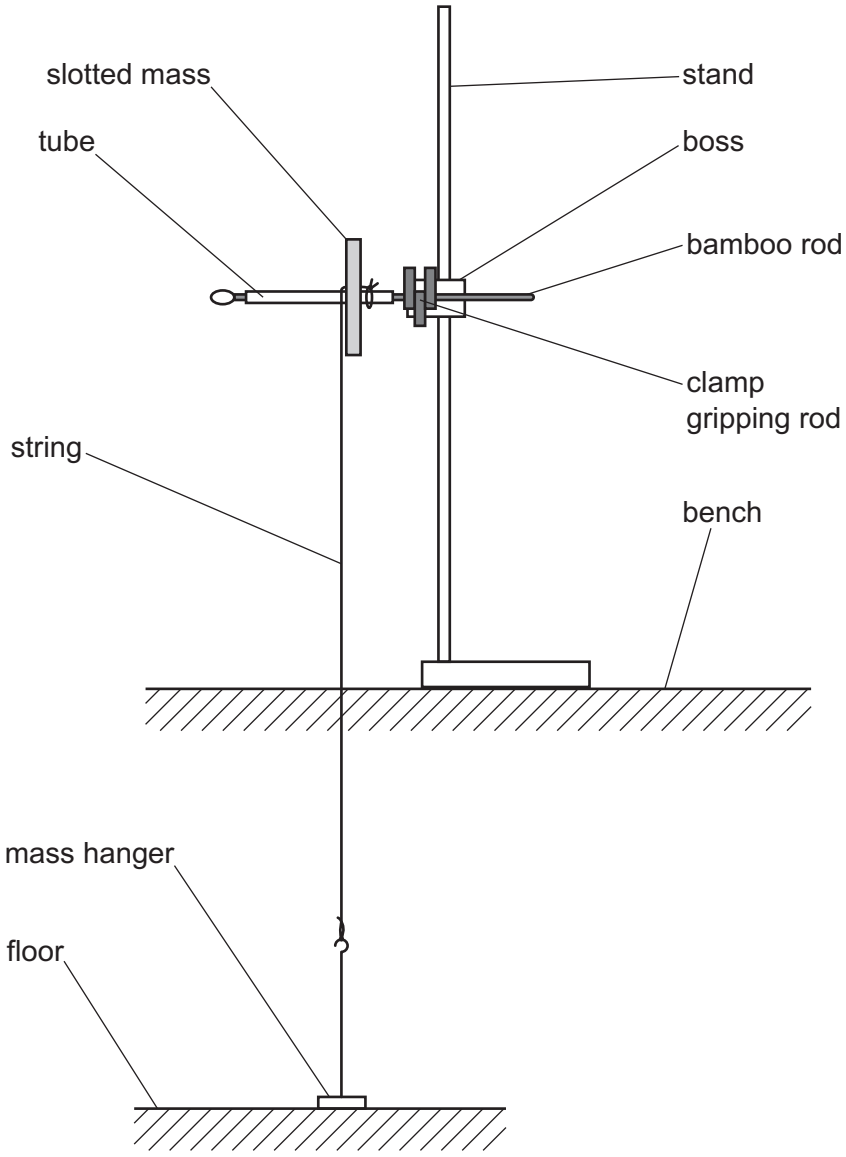

Fig. 2.2
(iii) ● Assemble the apparatus as shown in Fig. 2.2.
- Pass the string through the slot of the slotted mass and tie it to the tube, as shown in Fig. 2.2.